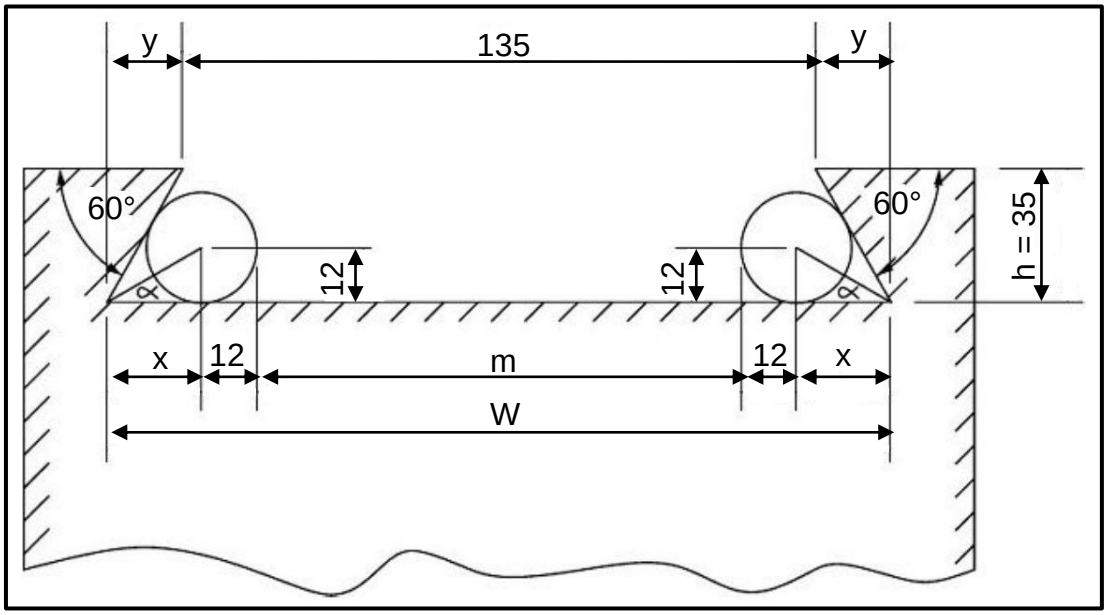

FIGUUR 6.2
6.2 FIGUUR 6.2 hieronder toon 'n eksterne swaelstert wat vir 'n saamgestelde beitelslee van 'n draaibank vervaardig moet word.